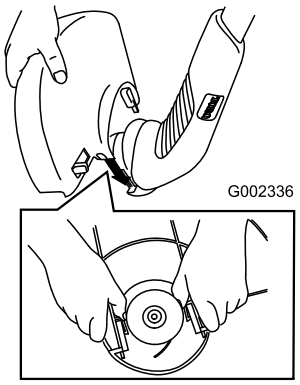

Figura 2
3. Posizionate la protezione come illustrato (Figura 2), ed inseritela a scatto in entrambi i lati del decespugliatore.